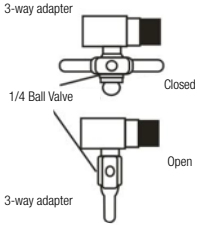

FIGURE A-3
3. Install 1/4” metal ball valve on the feedwater connection adapter (3-way adapter) by means of teflon band so as to turn on/off easily (Figure A-3).